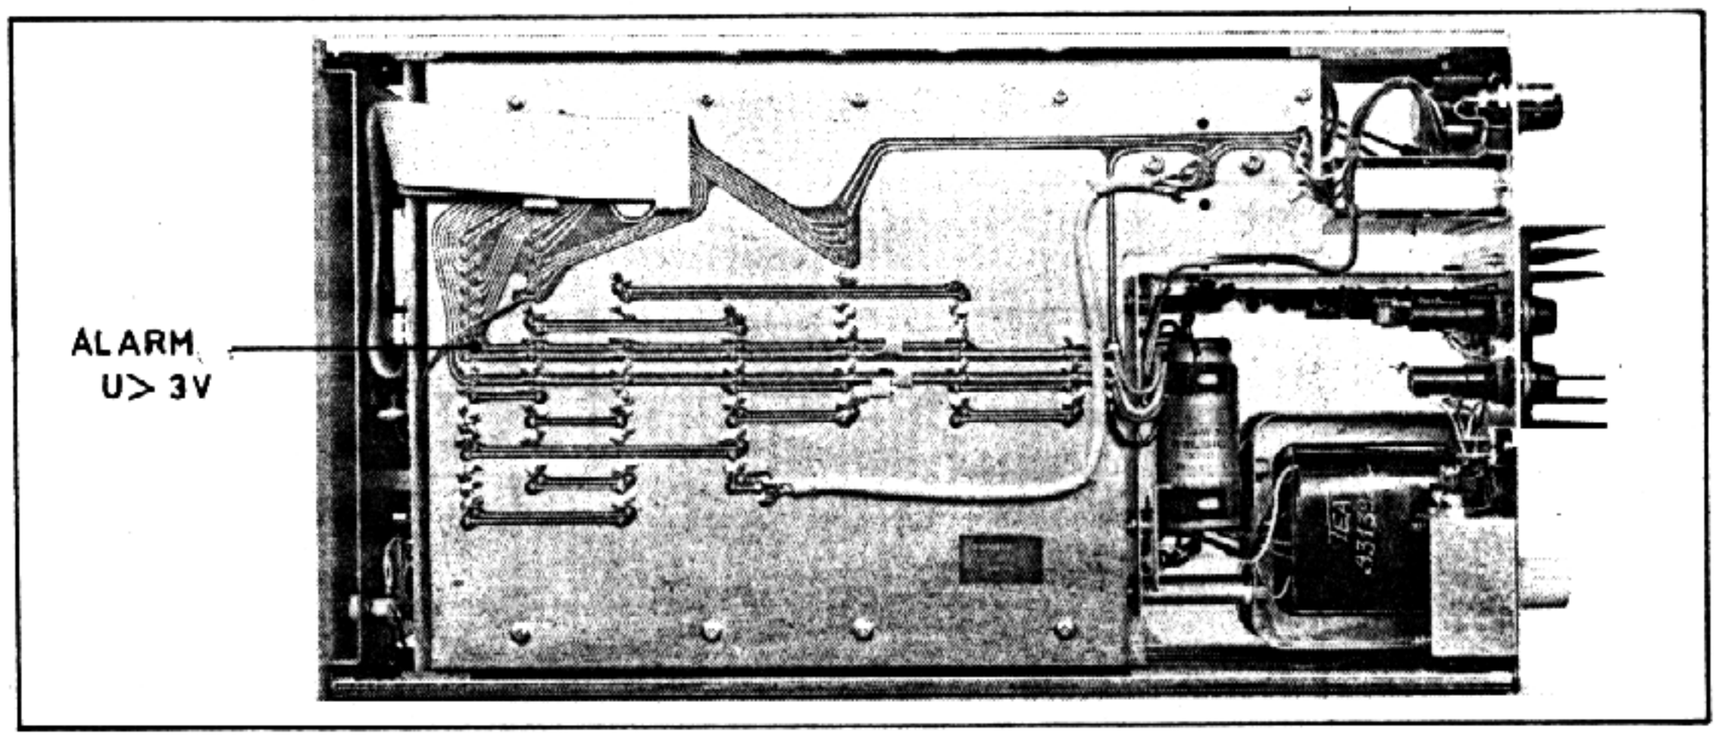

Figure VII-6 - Alarm voltage measurement
- Check that the "Alarm" voltage obtained after a frequency variation is Refer to figure VII-6 for the localization of the control point	> 3 V